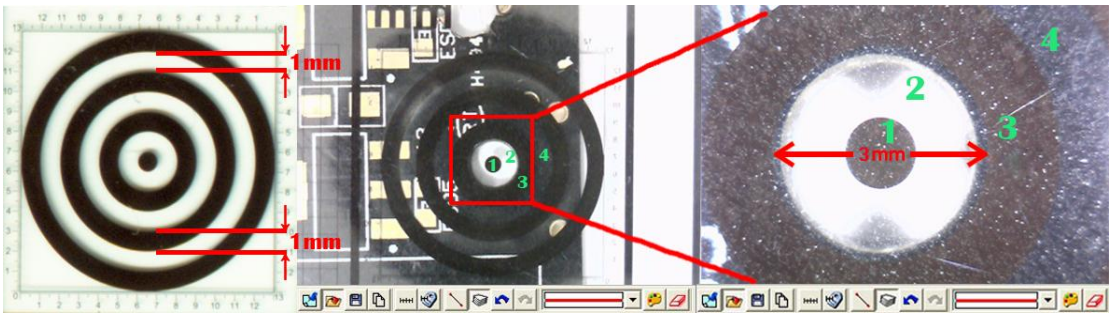

Fig. 5-32 Concentric Circles.
a. Concentric Circles: To measure a round hole. Place the Concentric Circles (See above chart a) directly onto PCB drilling hole, the diameter can be measured from the concentric circle scale. Diameter: 3.00mm. See fig 5-32.